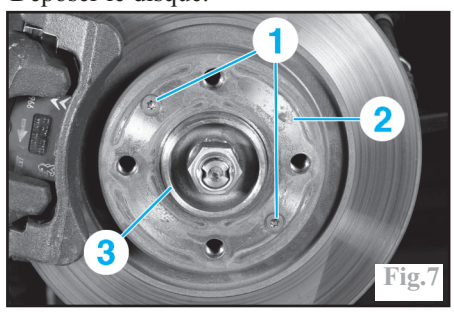

Fig.7
Déposer les vis (1) de fixation du disque (2) sur le moyeu (3) (Fig.7).